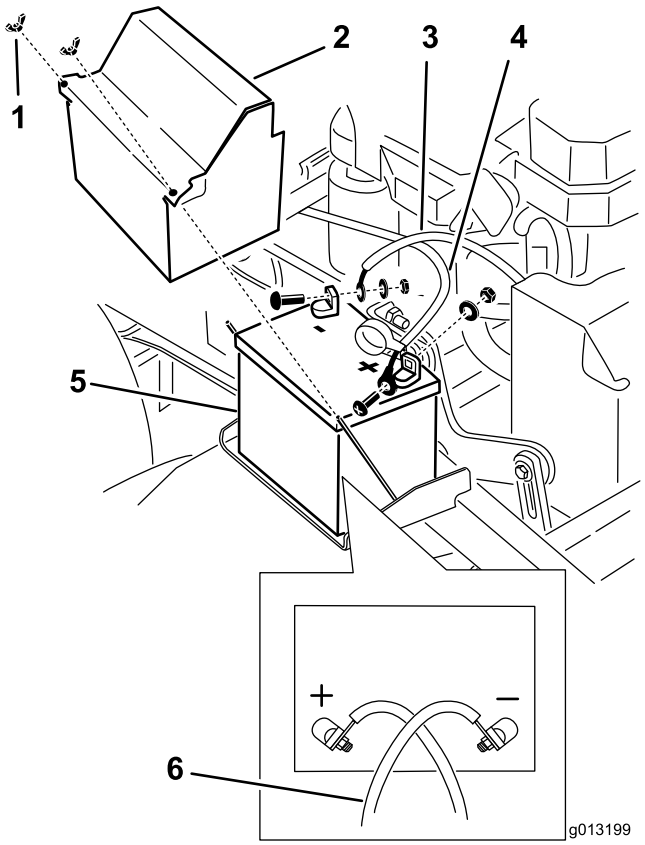

Figur 52
3. Lossa batteriets minuskabel från batteriets minuspol (–) (Figur 52).
5. Lossa batteriets pluskabel (röd) (Figur 52).
6. Ta bort batterilåsfästet (Figur 52) och batteriet.
1. Sätt in batteriet i maskinen (Figur 52).
3. Montera pluskabeln (röd) på batteriets pluspol (+) med en mutter, bricka och bult (Figur 52).
5. Montera batteriets minuskabel och jordkabeln till batteriets minuspol (–) med en mutter, bricka och bult (Figur 52).
Obs: Batterikablarna korsar varandra när de är korrekt placerade (Figur 52).